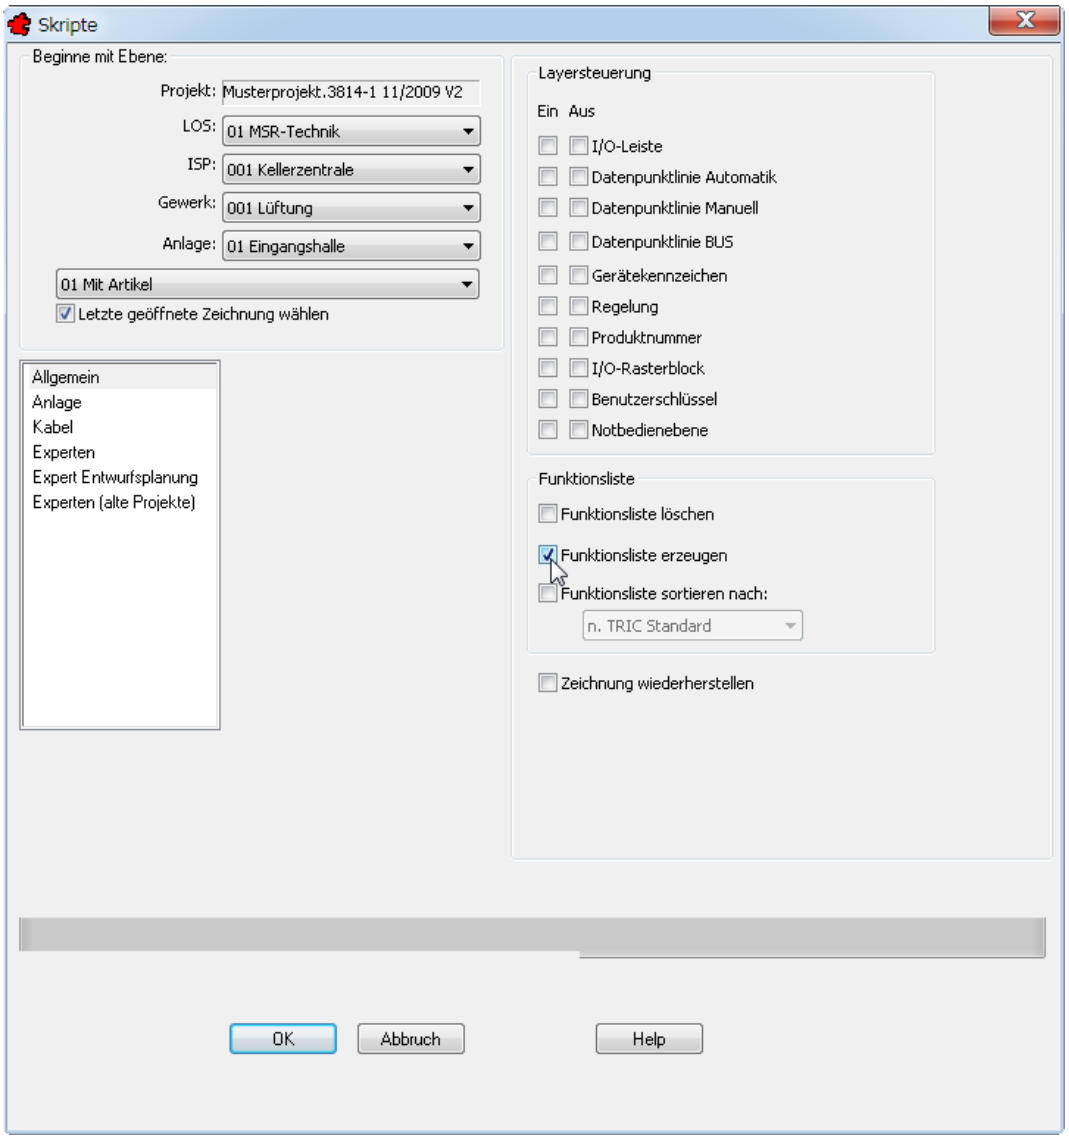

Bild 19.5 – Auswahl von Skripten für die gewählten Objekte
Links unten im Listenfeld aktivieren Sie eine der sechs Rubriken *Allgemein*, *Anlage*, *Kabel*, *Experten*, *Expert Entwurfsplanung* und *Experten (alte Projekte).* Die gesamte rechte Seite der Dialogbox zeigt jeweils alle Skripte der gewählten Rubrik (Abb. 19.5).
- Wählen Sie für das Blatt *Mit Artikel* die Option *Funktionsliste erzeugen* aus der Rubrik *Allgemein* (vgl. Abb. 19.5) und klicken Sie auf *OK*.